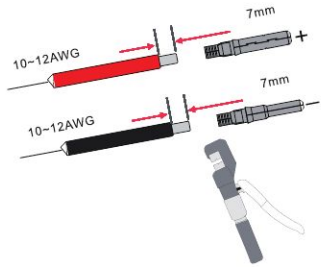

Figura 4.1-2 Engarzar el terminal al cable
Paso 2. Engarce los terminales metálicos con la crimpadora, como se muestra en la Figura 4.1-2.